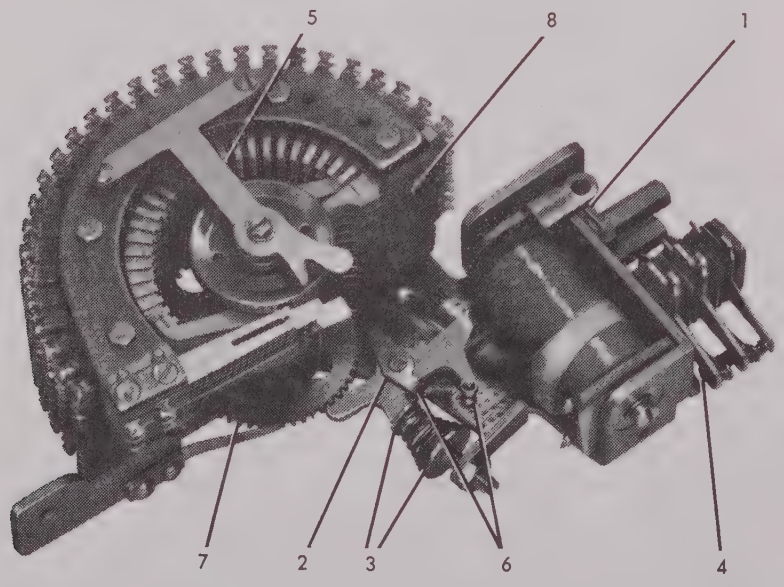

Fig. 4-14 Model SSM-50A, Switch Lubrication
(4). To lubricate the brush springs (not shown in figure 4-14, position the wiper assembly so the wipers are resting on the 18th contact. Apply one dipper of watch oil to the insides of two wipers, at a point near the hub so that when rotated, the lubricated portion of the wiper will contact the brushes. When all the wipers have been lubricated in this manner, rotate the wiper assembly 180 degrees and repeat the process; example, a six-level switch would require six dippers of lubricant (9).